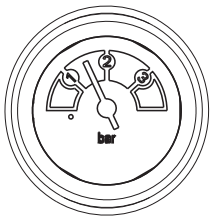

Рис. 5.1a
- Откройте кран подпитки (находится вне котла) и держите его открытым до тех пор, пока давление не поднимется до уровня от 1 до 1,5 бар (рис. 5.1a).